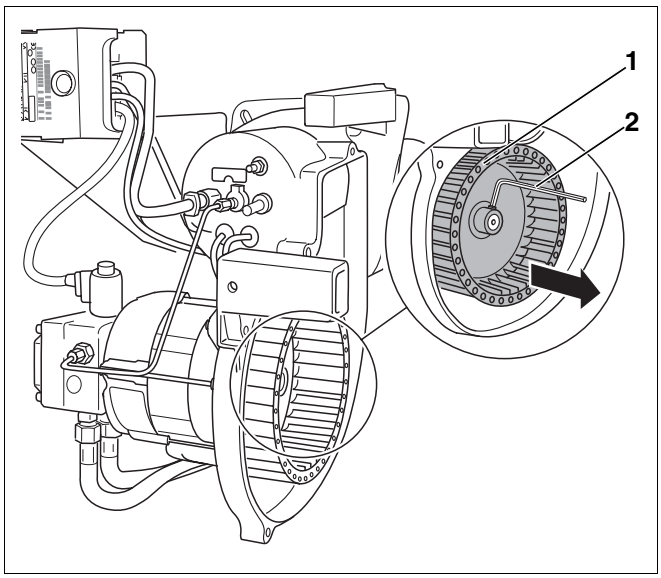

Fig. 23 Comprobación y, dado el caso, limpieza de la turbina del ventilador
- Suelte la turbina del ventilador (fig. 23, **pos. 1**) con una llave Allen (fig. 23, **pos. 2**) y sáquela del eje.
- Monte nuevamente la turbina del ventilador (fig. 23, **pos. 1**).